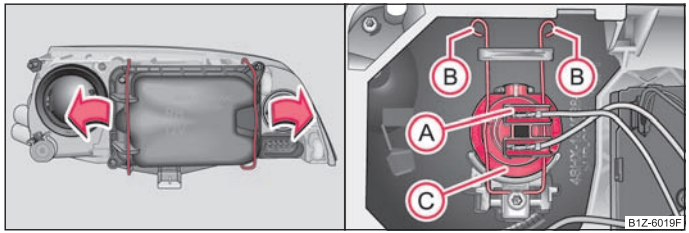

Fig. 149 Démontage du cache des ampoules des feux de position et de croisement/démontage de l'ampoule des feux de croisement
- Pousser l'étrier en fil de fer sur le côté dans le sens de la flèche et démonter le cache ⇒ fig. 149, à gauche.
- Débranchez la fiche (A).
- Poussez l'étrier en fil de fer (B) en direction du phare puis décrochez-le en le tirant sur le côté.
- Sortez l'ampoule (C) et mettez-en une neuve de sorte que les ergots de fixation du socle de l'ampoule viennent prendre dans les découpures du réflecteur.